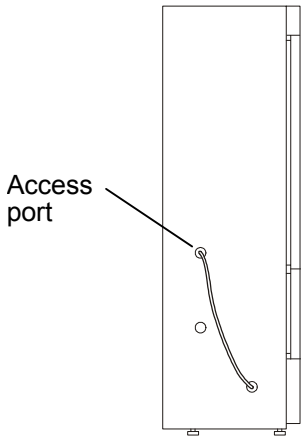

Fig. 4
4. Remove the caps (both outside and inside) covering the access port for refrigerator and take out the thermal insulation in the access port. Pass the recorder sensor to the refrigerator through the access port [Fig. 4]. Then replace the thermal insulation and caps (both outside and inside). Also, replace the cap on the port for taking out the recorder sensor.